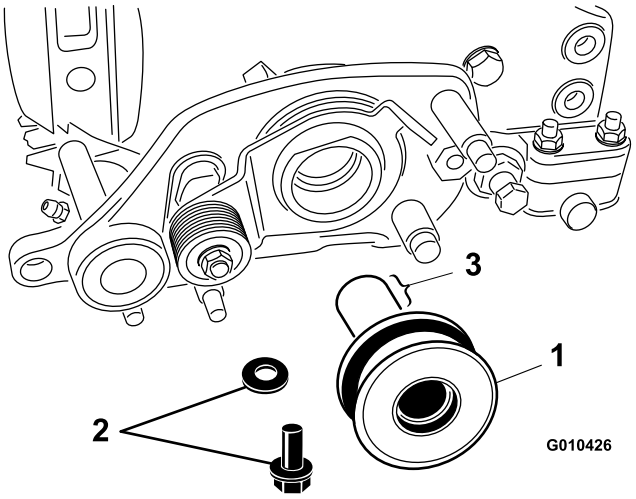

Figuur 12
1. Breng vet aan op de binnensleuf en het buitenste oppervlak van de poelie (Figuur 12).
3. Bevestig de poelie aan de messenkooias met een bout (M6–1 x 20 mm) en een ring (Figuur 12).